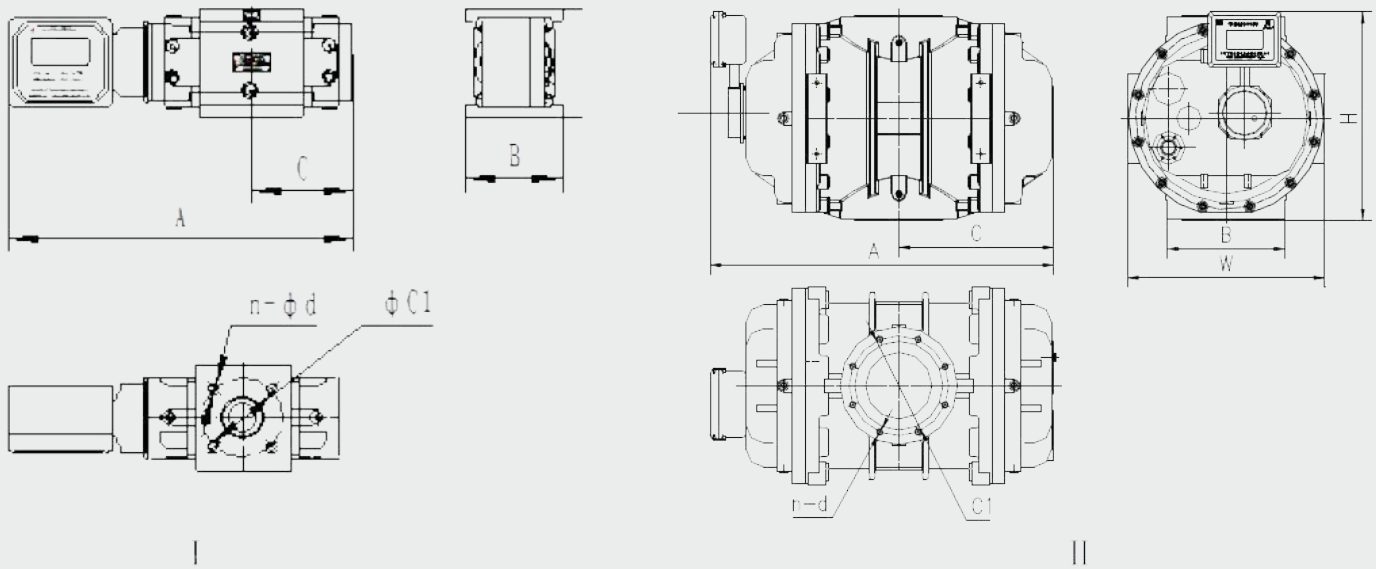

figure 3 Installation size of flow meter
4.2 External dimensions and installation of flowmeter (see figure 3 and table 2)